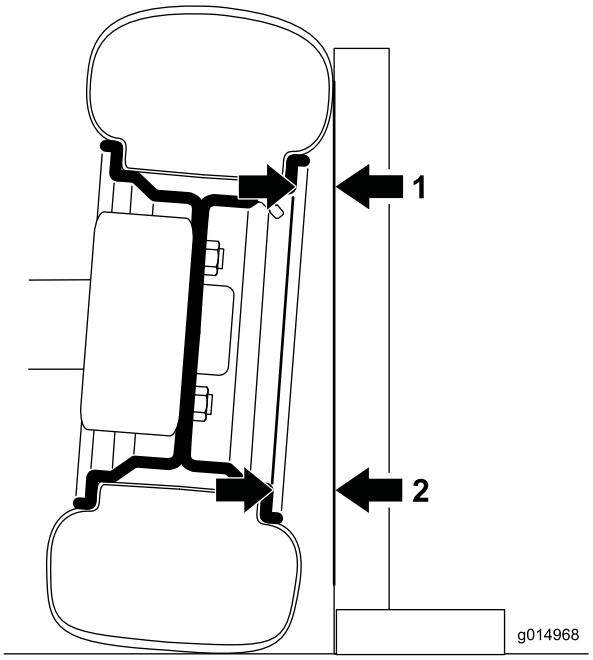

Figur 41
1. Kontrollera lutningen utåt genom att placera en 90-gradig vinkelhake på marken på så sätt att den lodräta kanten vidrör däckets framsida (Figur 41).
2. Mät avståndet från samma del av fälgen upptill och nedtill på däcket och till vinkelhaken (Figur 41).